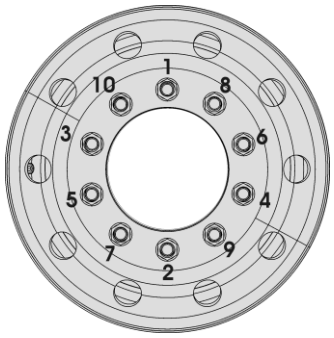

FIGURE 3: TIGHTENING SEQUENCE 13018
It is also important that wheel stud nuts be tightened alternately on opposite sides of the wheel. Refer to Figure 3 for the suggested tightening sequence.
Tighten stud nuts progressively as shown in Figure 3. The final tightening should be done with a torque wrench.
2. Screw in the hex stud nuts (refer to Figure 3 for sequence) so that wheel will position itself concentrically with hub. This is important, otherwise wheel may be eccentric with hub and will not run straight. In this initial step, slightly tighten the nuts to correctly position the wheel;
3. Tighten stud nuts progressively as shown in Figure 3. The final tightening should be done with a torque wrench.
With inner and outer wheels installed, tighten the stud nuts progressively as shown in Figure 3. The final tightening should be done with a torque wrench.
Repeat for each of the 10 *"hex stud nuts"* according to the tightening sequence in figure 3.
Using a calibrated torque wrench, tighten wheel nuts. Do not use power tools or long bars for tightening. Tighten wheel nuts alternately as shown in figure 3.